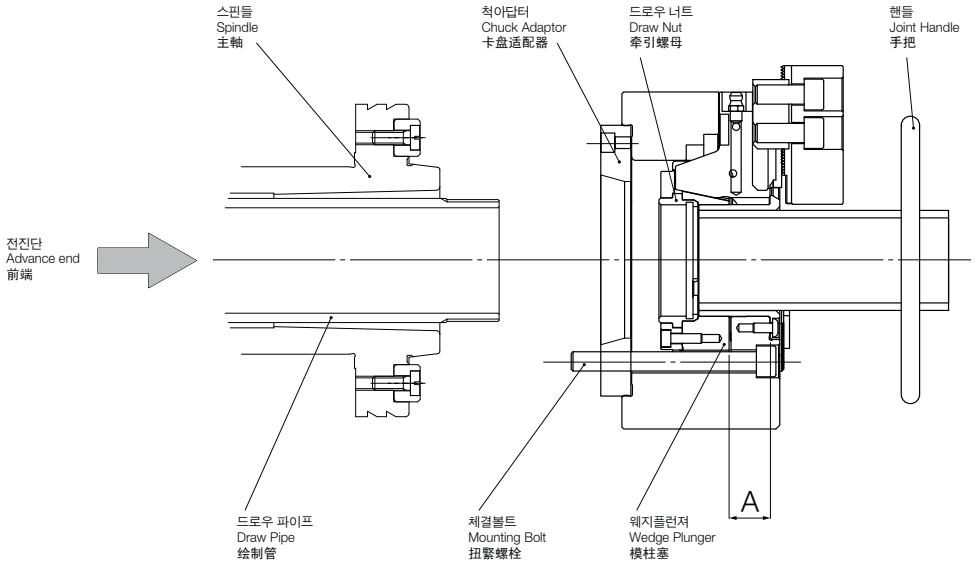

Fig.4
(3) 척을 드로우 파이프에 연결합니다. 척의 소프트 죠와 커버를 떼어내고 척 핸들을 척의 중심 구멍에 삽입하여 드로우 너트를 회전시키면서 드로우 파이프를 연결하여 주십시오. (Fig.4)
Connect the chuck onto the drawpipe, turning the drawnut. (Fig.4)
(3) 将卡盘连接到拉制管上。卸下卡盘的软钢卡爪(soft jaw)及其盖，将卡盘扳手插入卡盘中心孔，转动拉制螺母，连接拉制管。(Fig.4)
실린더 전진단에서 마스터죠의 적정 위치는 커버부착면에서 부터의 치수 A가 아래표가 되는 위치입니다.(Fig.4)
(5) Adjust the master jaw to the correct position. The adequate master jaw position at the cylinder advance end is where dinension A from cover mounting face is shown in the following table. (Fig.4)
(5) 调节卡爪座的位置。从油缸前面的卡爪座的合适的位置是，从盖的安装面开始的尺寸A应为下表的位置。(Fig. 4)